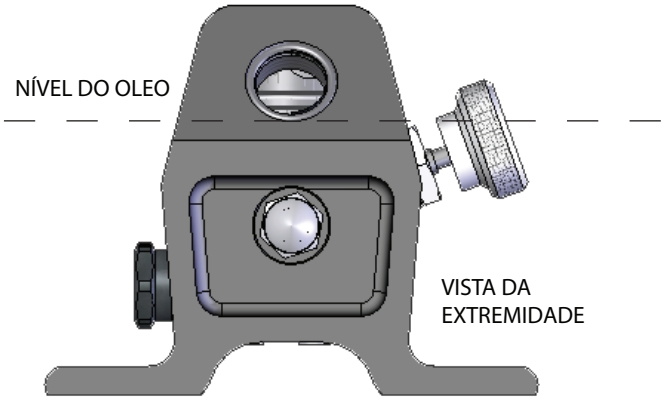

Figura 1
- Remova a tampa de abastecimento. O nível de fluido deve vir para a base do orifício de enchimento quando a bomba está nivelada horizontalmente em sua base e os cilindros estão retraídos (veja a Figura 1).